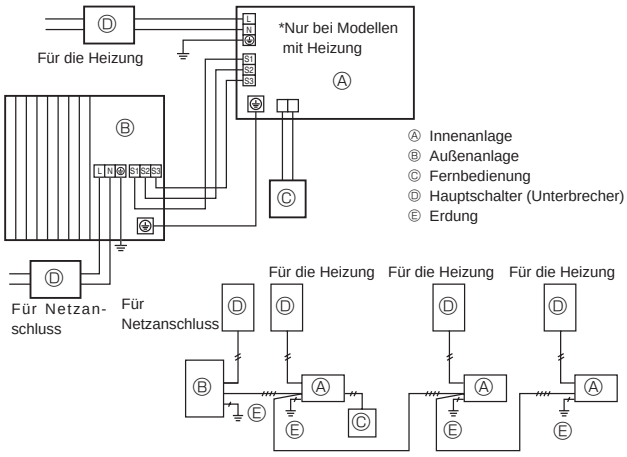
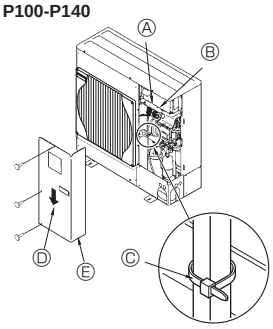

Fig. 6-1
Fig. 6-2
6.1. Außenanlage (Fig. 6-1, Fig. 6-2)
① Die Bedienungsplatte abnehmen.
② Die Kabel gemäß der Fig. 6-1 und der Fig. 6-2 verdrahten.